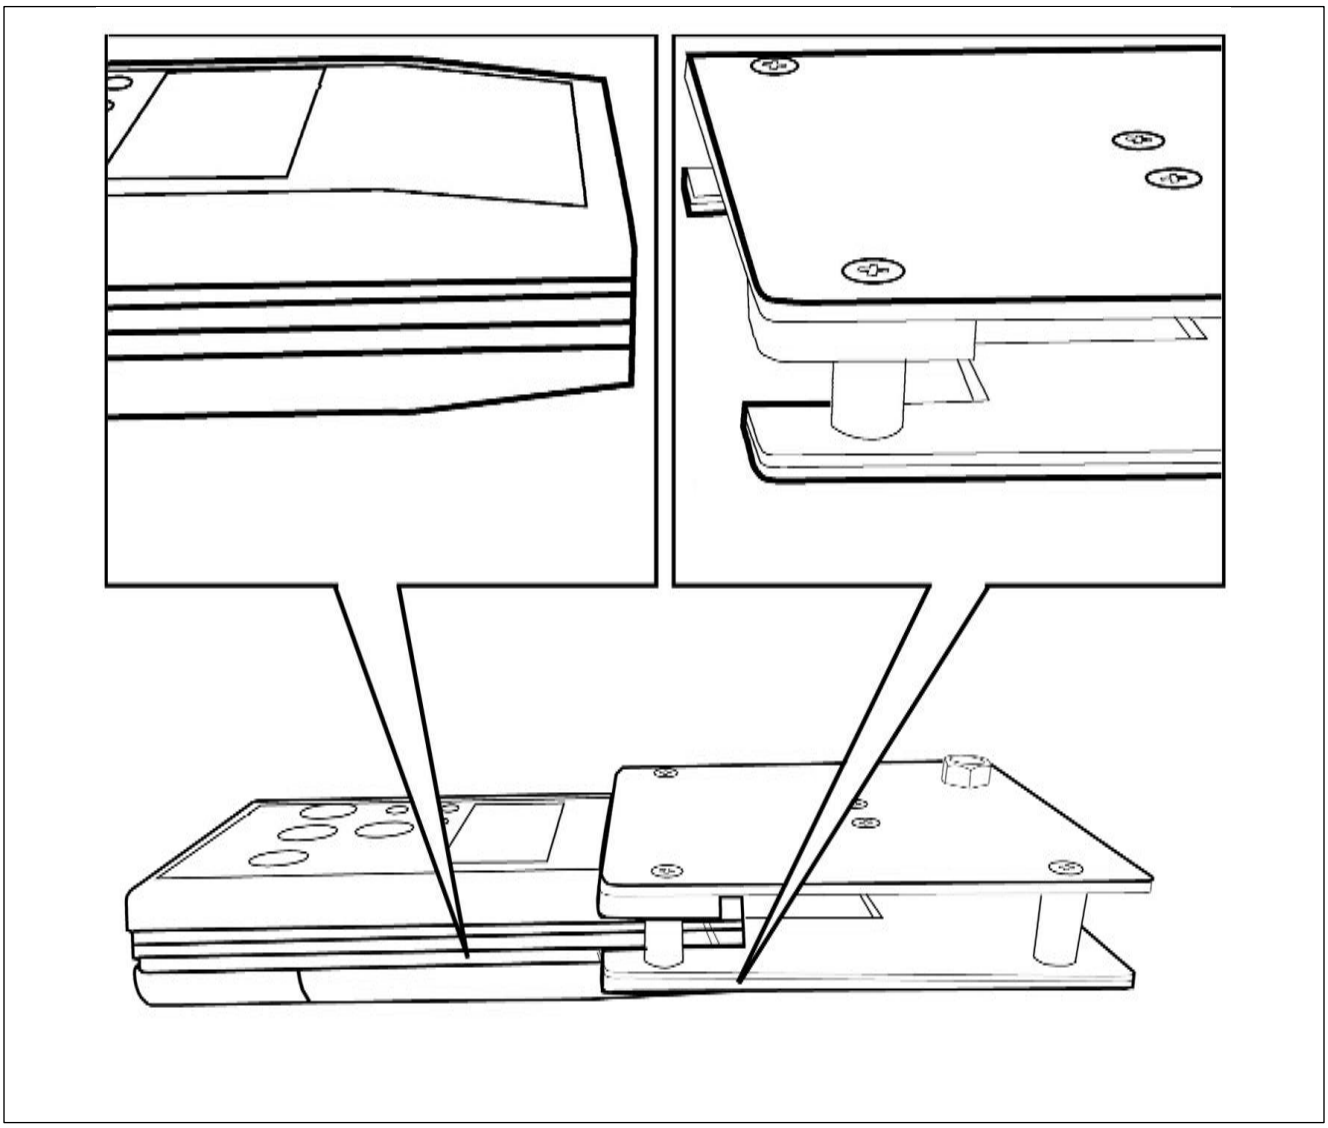

図 5.PFM-711B に取り付けられた CPM-720B
6. プレート部品が PFM-711B に完全に取り付けられるまで、プレートをメータのセンサに向かって慎重にスライドさせます（図 5）。